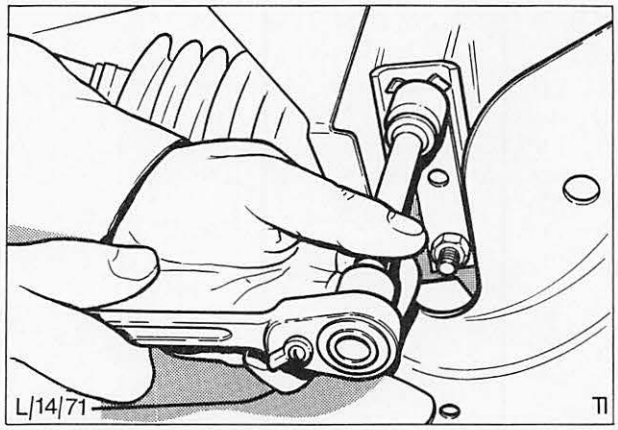

Abb. 31 Befestigungsschrauben – Lenkgetriebe
6. Sicherungsbleche aufbiegen und Muttern der U-Bolzen lösen, die das Lenkgetriebe am Motorträger befestigen, Abb. 31. Sicherungsbleche und Schellen entfernen.